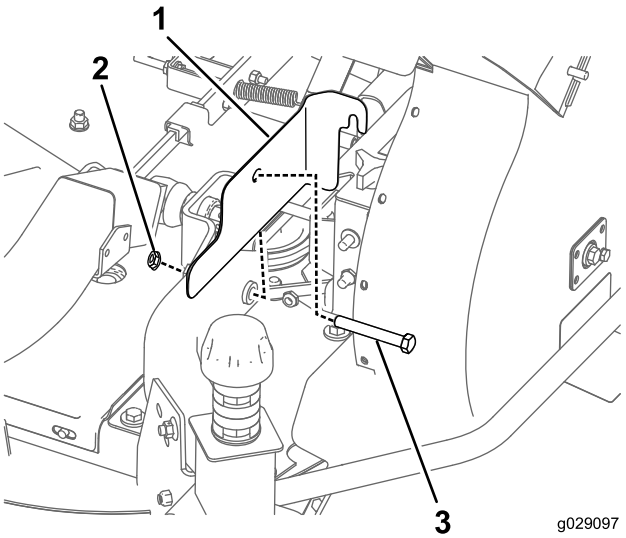

Figure 25
1. Montez la protection de la courroie sur la machine (Figure 25).